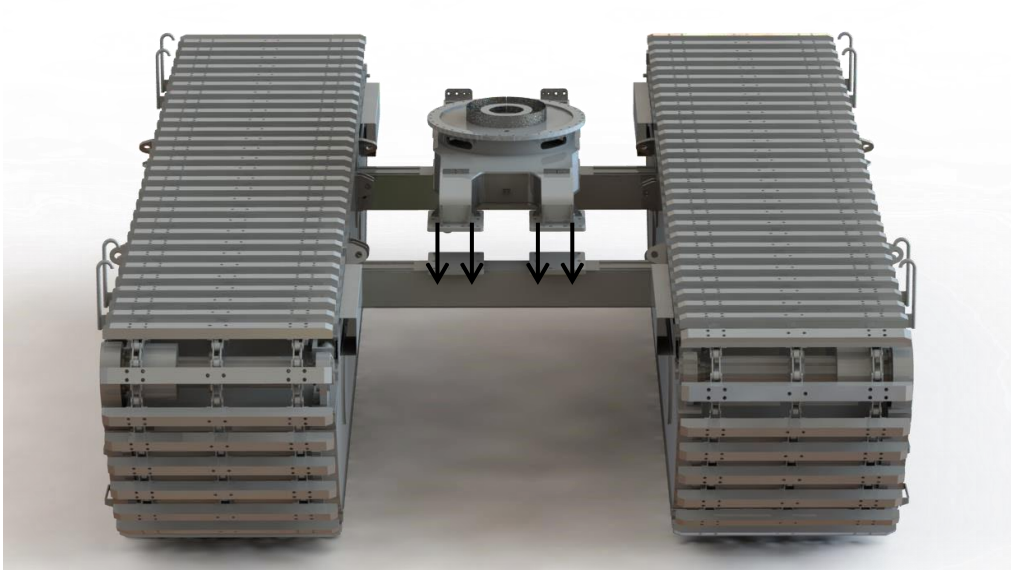

***Figure 6.5***
4. Place the slewing frame on the crossbeams. Align the slewing frame mounting flange with the crossbeam mounting flange. Refer to Figure 6.5.